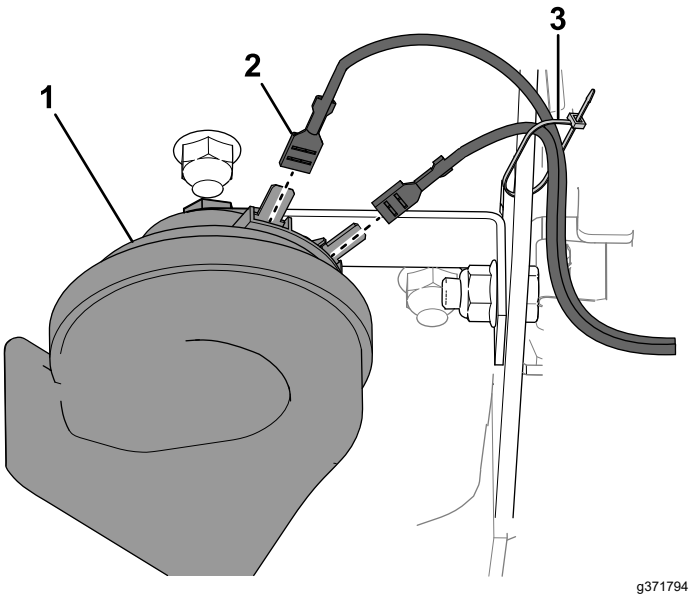

Figur 22
13. Slut ved hjælp af de to konnektorer ledningsnetledningen til hornet (Figur 22).